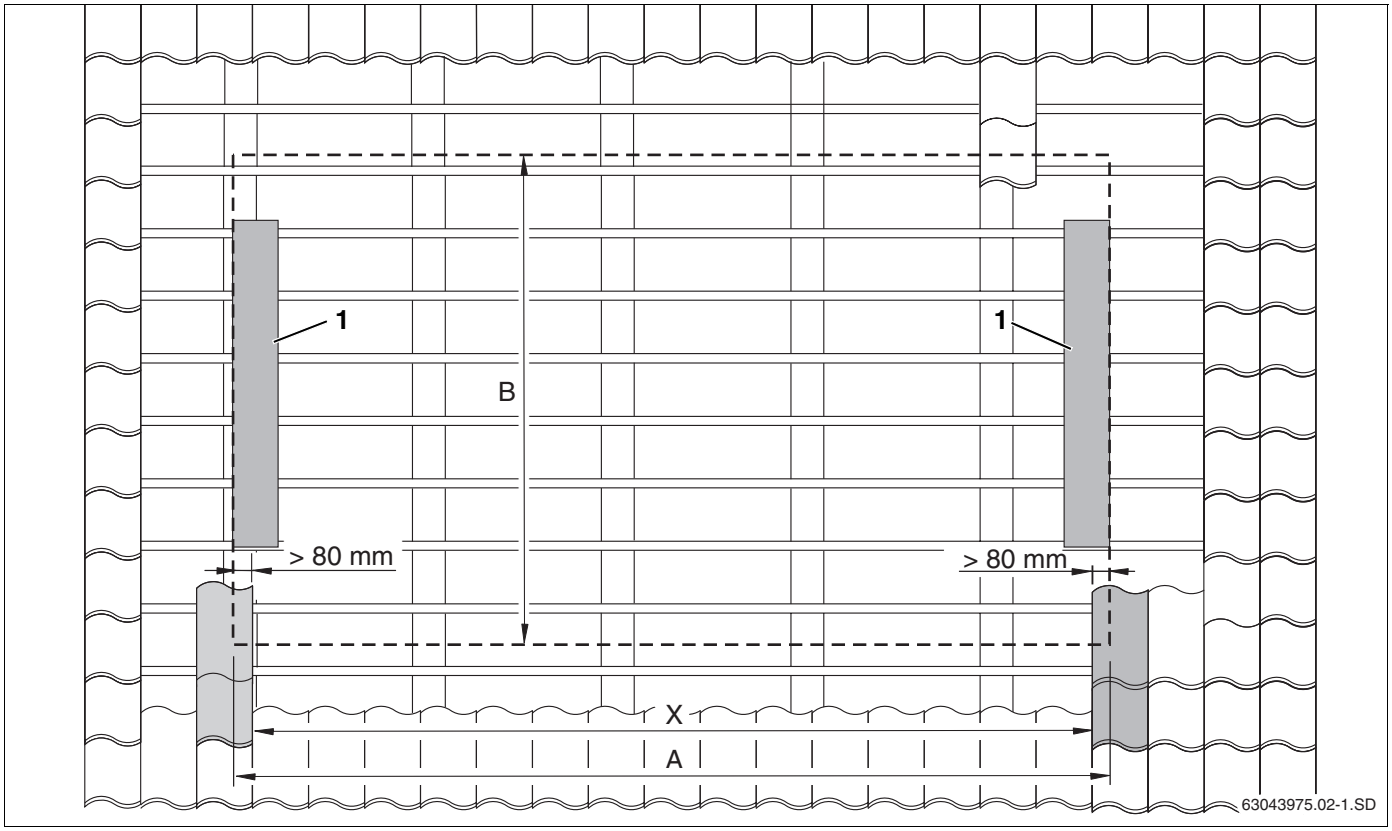

Abb. 8 Genaue Lage des Kollektorfeldes bestimmen
- Maß X (Abstand zwischen den Pfannen, die auf den seitlichen Abdeckblechen, Abb. 8, **Pos. 1**, liegen) auf dem Dach vermitteln und auf das Dach übertragen.
- Unter Berücksichtigung von Maß B (Abb. 8) die unterste Pfannenreihe festlegen (Abb. 8, **Pos. 2**).